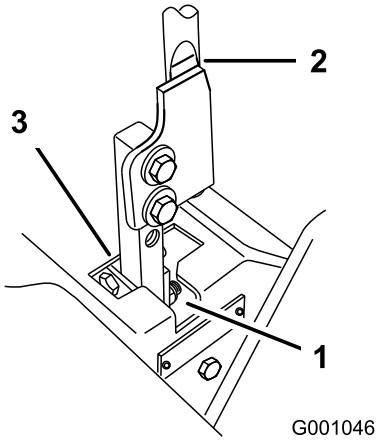

Figur 76
5. Flytta spaken till neutralläget, men lås inte fast den (Figur 76).
6. Dra spaken bakåt tills sprintbulten (på armen nedanför den vridbara axeln) kommer i kontakt med spårets ände (så att den precis börjar tryckbelasta fjädern) (Figur 76).
7. Kontrollera var rörelsereglaget står i relation till spåret i konsolen (Figur 76). Det ska vara centrerat så att reglaget kan vridas utåt mot det neutrala låsläget.